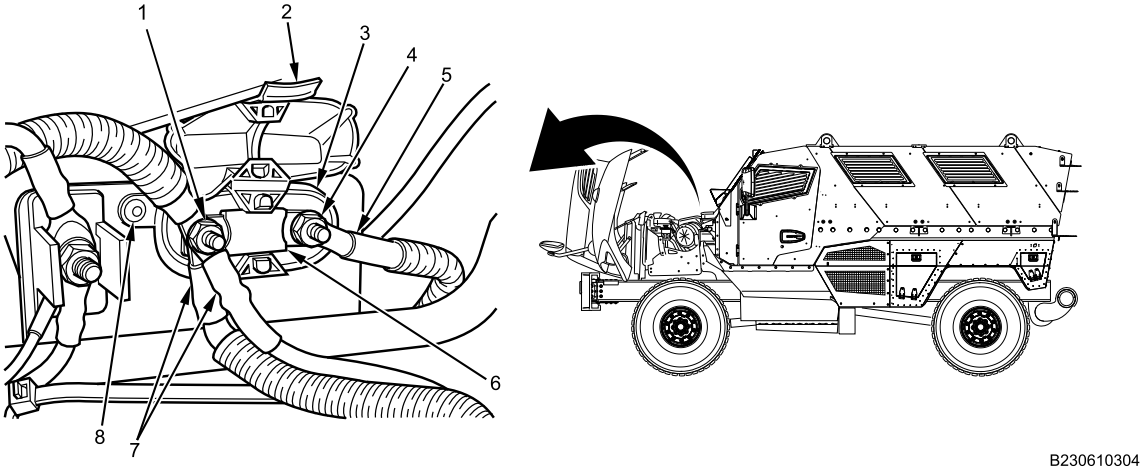

Figure 1. Underhood Fuse Holder Removal.
1. Lift cable cover (Figure 1, Item 2) to expose fuse (Figure 1, Item 6) and holder (Figure 1, Item 3).
2. Remove nuts (Figure 1, Item 1 and 4) securing cables (Figure 1, Item 5 and 7) to underhood fuse holder (Figure 1, Item 3). Set cables aside.
3. Remove fuse (Figure 1, Item 6) from fuse holder (Figure 1, Item 3).
4. Drill out two rivets (Figure 1, Item 8) securing fuse holder (Figure 1, Item 3) to body. Discard rivets (Figure 1, Item 8).
5. Remove fuse holder (Figure 1, Item 3).